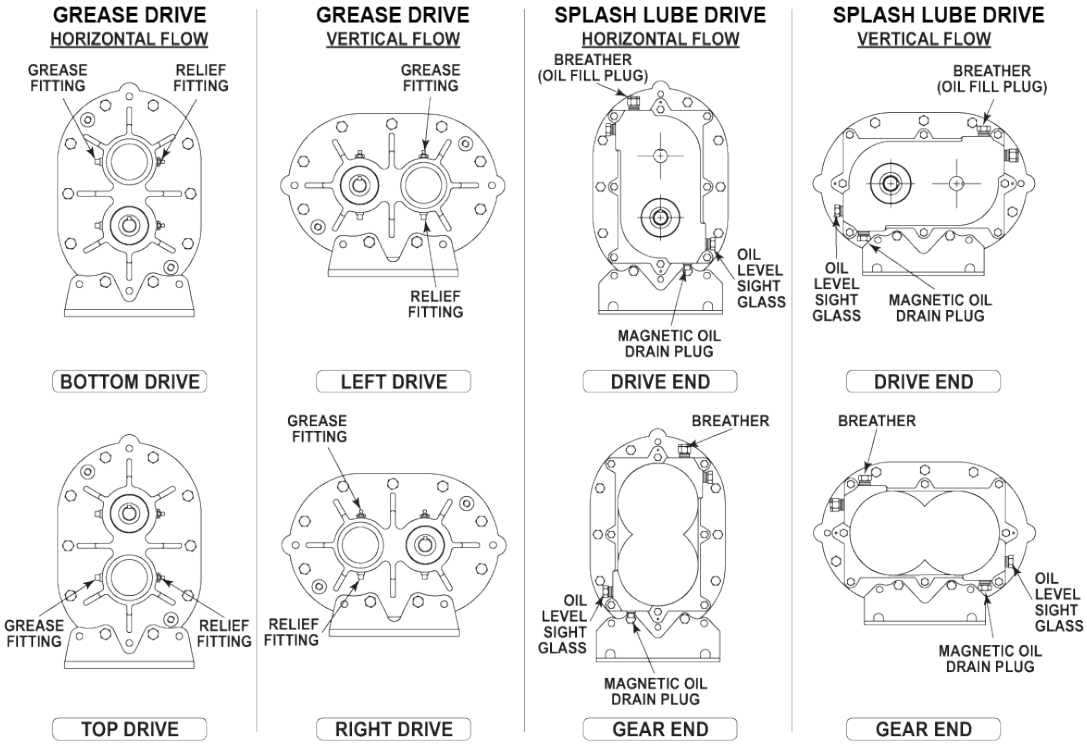

Figure 5-3 – Location of Oil Fill, Drain and Level Gauges on CP Series Blowers
Add oil to the blower in the quantity listed in***Table 4-1 on page 8***. Make sure oil level is maintained within the notched area of the sight glass. ***See Figure 5-3***. Lower drive blowers have “bull’s eye” type oil level gauges. Maintain oil levels at the center of the glass.
*Most CP Series blowers are shipped from the factory in a left hand drive, vertical flow configuration. If drive shaft location is changed, the oil level plugs, sight glasses and breathers must be relocated to proper positions, as shown in **Figure 5-3**. Failure to change plug location will result in blower failure and void the product warranty.*
See Figure 5-3. See Recommended Lubricants on page 42 for suggested lubricants and grease.
NOTE: See *Figure 5-3* for locations of grease fittings and grease reliefs for horizontal and vertical flow blowers.